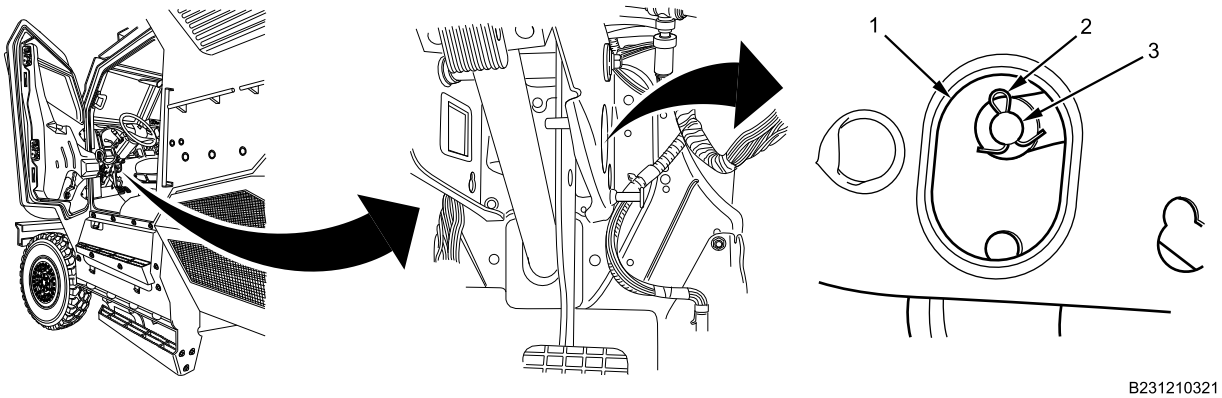

Figure 3. Brake Pedal Cotter Pin.
11. Remove brake pedal cotter pin (Figure 3, Item 2) from yoke pin (Figure 3, Item 3) through DCM right side access opening (Figure 3, Item 1). Discard cotter pin.